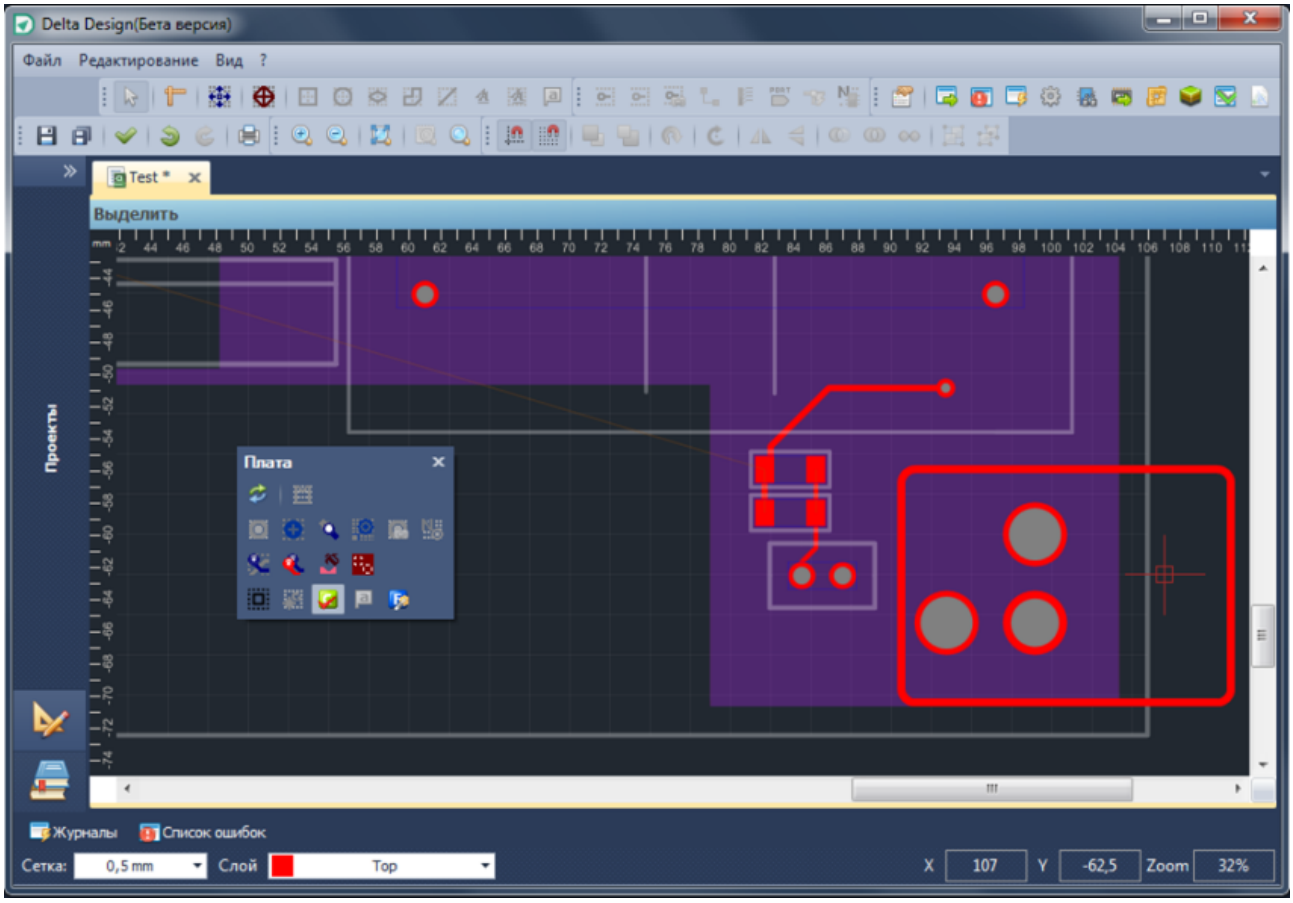

Рис. 712. Монтажное отверстие размещено
4. Подтвердить размещение монтажного отверстия, нажав левую кнопку мыши. После этого монтажное отверстие будет размещено, см. Рис. 712.